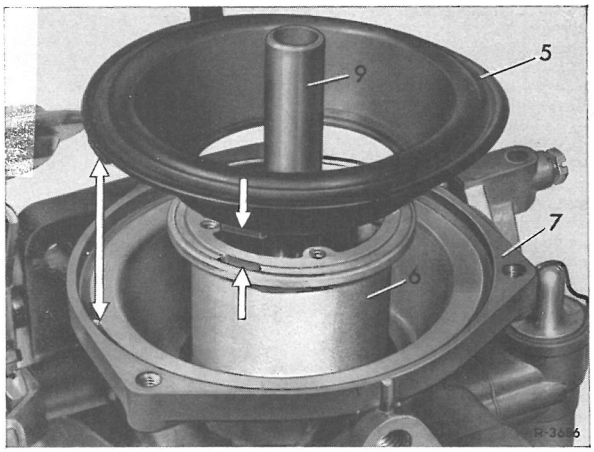

Fig. 07-4/4
5 Dysenålen (8) skydes så langt ind i luftstemplets hul, at den del af dysenålen netop flugter luftstemplets overflade (pil i fig. 07-4/3).